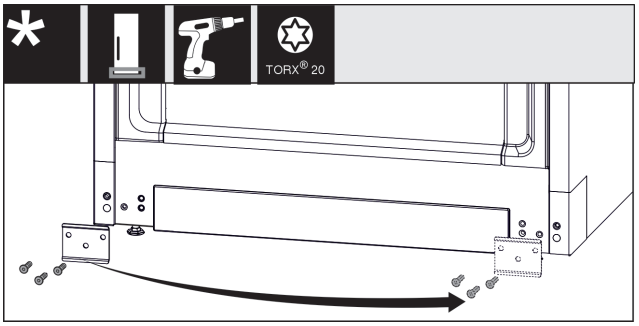

*Fig. 16*
▶ Odšroubujte plech *Fig. 16 (1)*, přesuňte jej na druhou stranu a přišroubujte jej zpět.